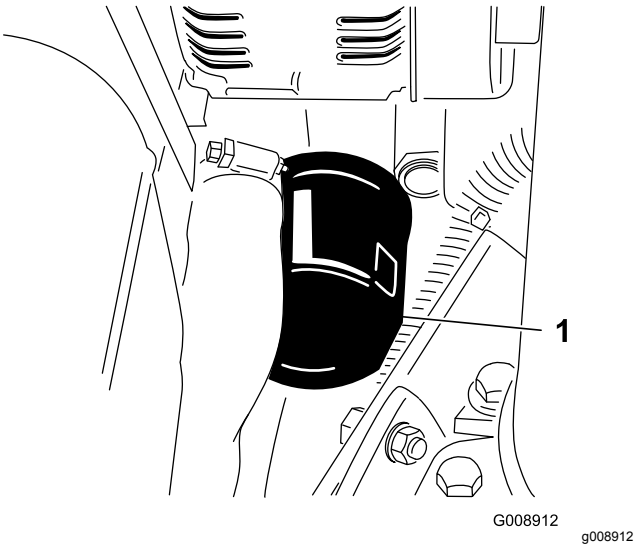

Rysunek 46
3. Wyciągnij filtr oleju (Rysunek 46).